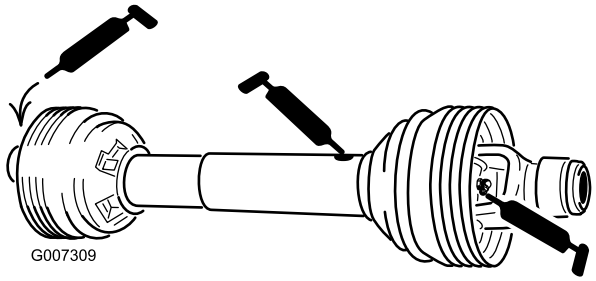

Figur 39
Kraftuttaksakselen (3) (Figur 39)